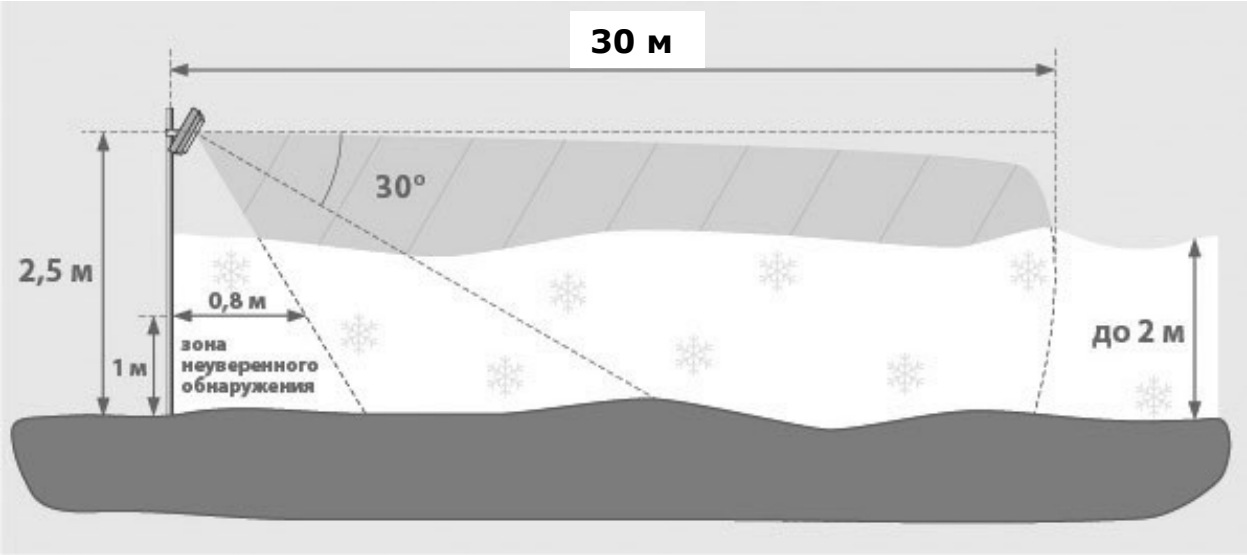

Рисунок 2.4 – Установка извещателя на высокой опоре в местах с высотой снежного покрова до 2 м
2.3.3.3 При установке извещателей на высоких опорах (см. рисунок 2.4) необходимо обеспечить оптимальный угол наклона оси зоны обнаружения извещателя – 30^0 относительно горизонта. В этом случае сохраняется обнаружительная способность на всем протяжении зоны обнаружения – 30 м.